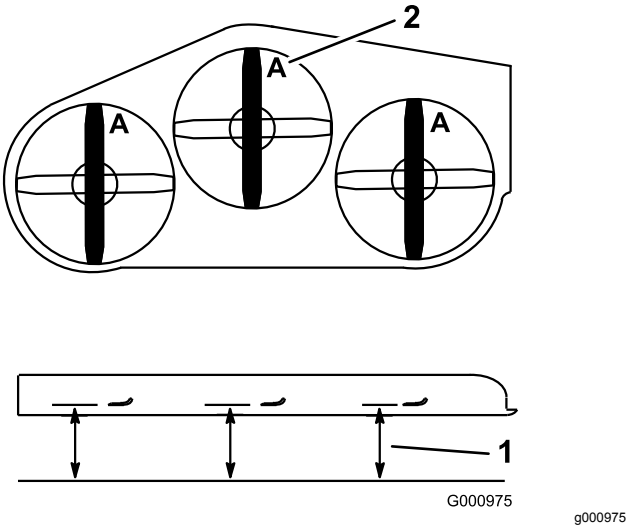

Figur 88
4. Mål fra en plan overflade til skæreknivenes skærekant, position **A** (Figur 88).